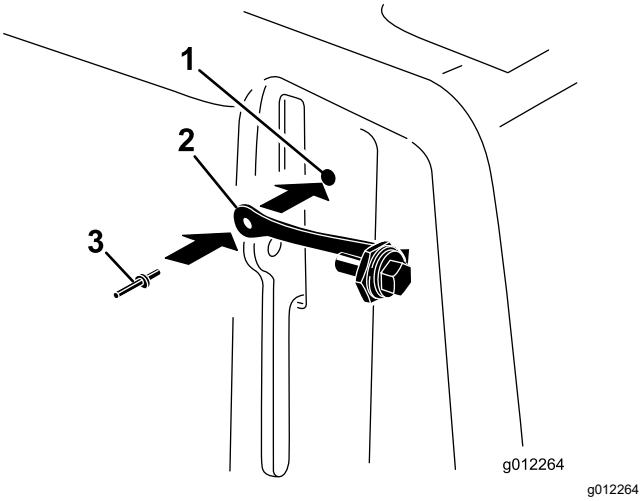

Rysunek 7
1. Zlokalizuj otwór w pokrywie paska, obok dźwigni zaczepu (Rysunek 6 i Rysunek 7).
2. Za pomocą otworu w pokrywie paska zamocuj zespół ściągacza, używając nitu zrywalnego (Rysunek 7).